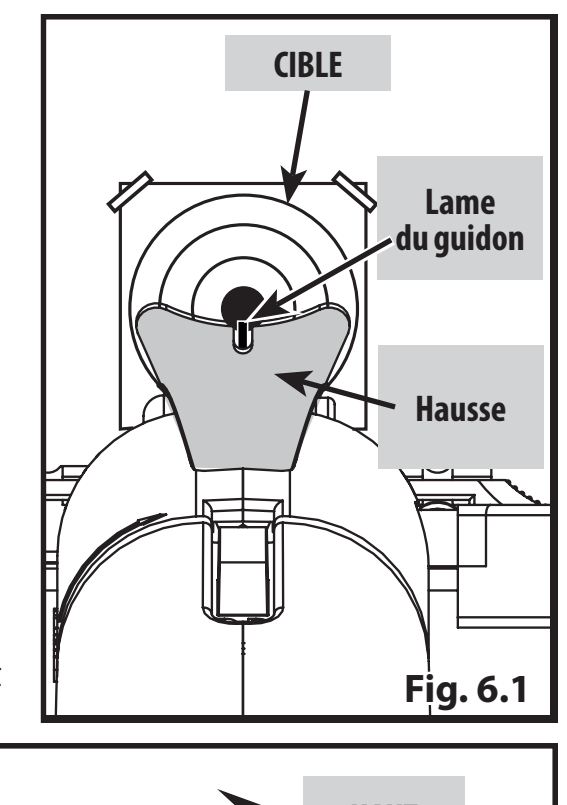

Fig. 6.1
3. Les dispositifs de visée de la carabine à air comprimé sont correctement réglés lorsque la lame du guidon est positionnée exactement au centre de l'encoche de la hausse Le point de mire doit sembler reposer au sommet du guidon (Fig. 6.1)